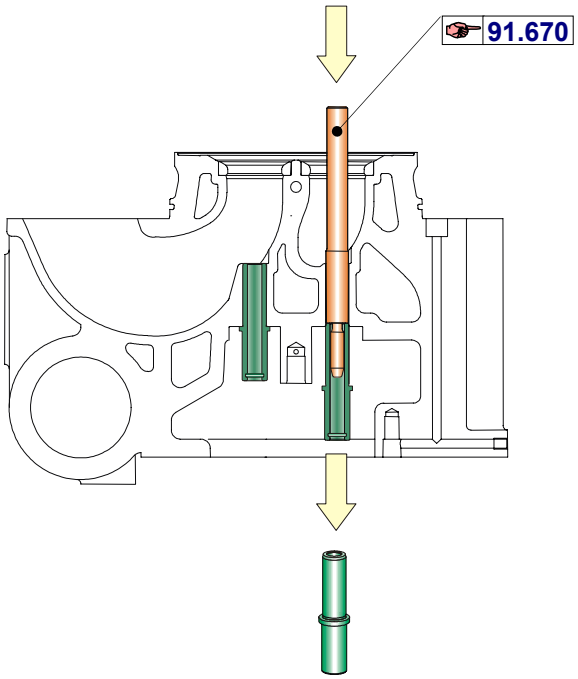

Fig. 3 Dismounting of valve guide
If a valve guide exceeds the wear limit or damaged (see G09200), then the valve guide ring should be replaced by a new one. When extracting and fit-ting the valve guide, same tool can be used as shown in fig 3.
1. Mount the tool as shown in fig 3.